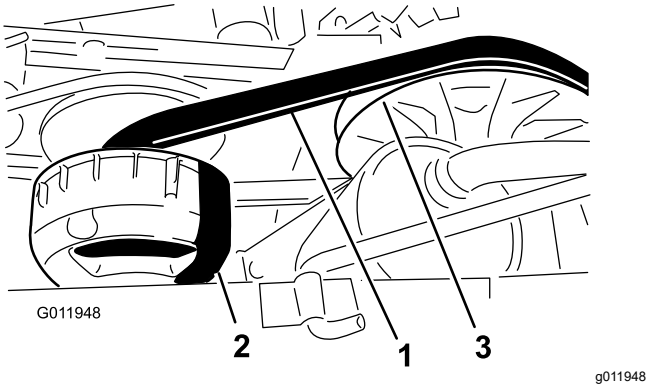

**Figur 66**
4. Drej og efterse remmen (Figur 66) for tegn på overdreven slid eller skader.
3. Drej remmen, og før den over den sekundære kobling (Figur 66).
4. Fjern remmen fra den primære kobling (Figur 66).
5. Placer den nye rem over den primære kobling (Figur 66).
6. Drej remmen, og før den over den sekundære kobling (Figur 66).